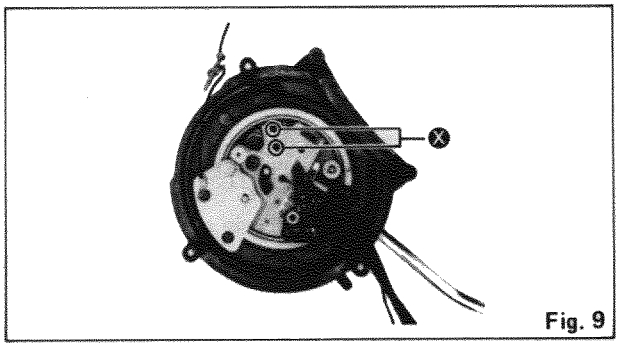

Fig. 9
23. Remove 2 screws Ⓧ of the tone arm as shown in Fig. 9.